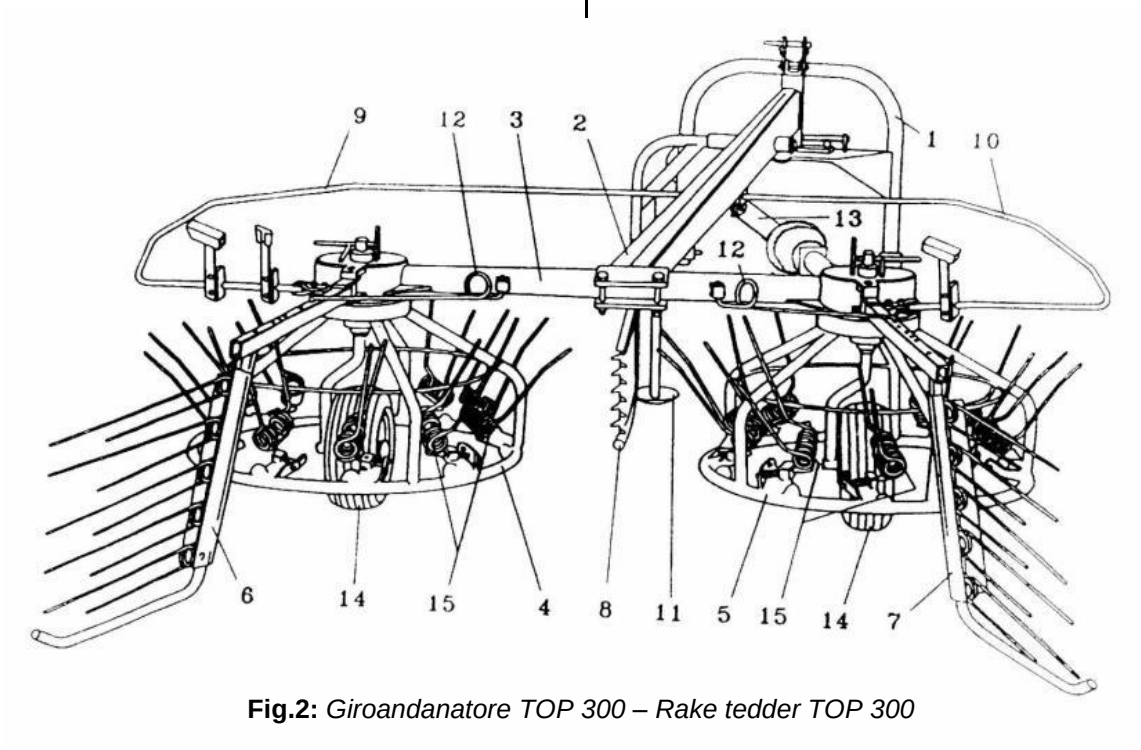

Fig.2: *Giroandanatore TOP 300 – Rake tedder TOP 300*
- Sbloccare il piede di appoggio (11, Fig.2), sollevarlo e bloccarlo con la propria coppiglia a R.
- Unblock the support (pos.11, Fig.2), lift it and block with a pin.